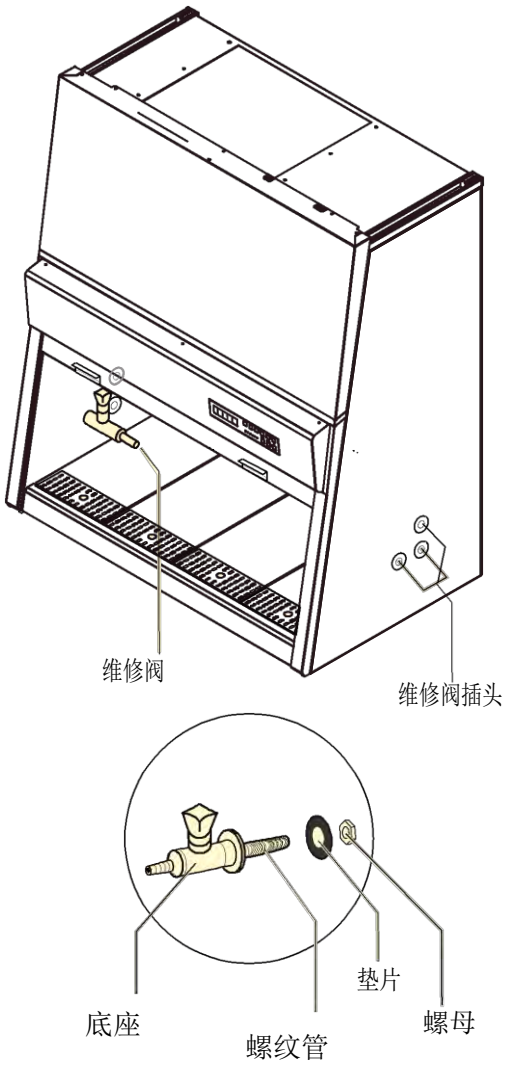

**图2-4.** 阀门总成和安装
4. 参见下页图2-4，将垫圈和底座套在维修阀的螺纹管上，在法兰上用上细硅胶。